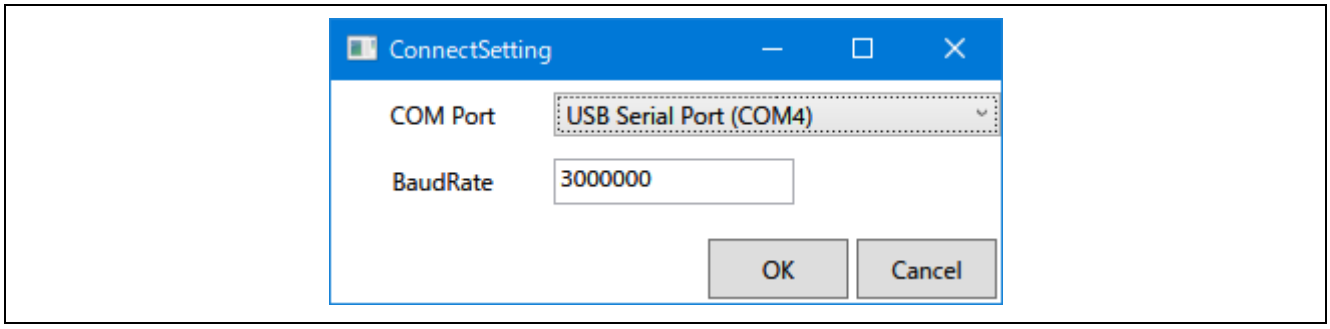

図 2-3 ConnectSetting ダイアログ
3. メニューバーから「Setting」→「Configure」を選択し、「ConnectSetting」ダイアログ（図 2-3）を表示します。